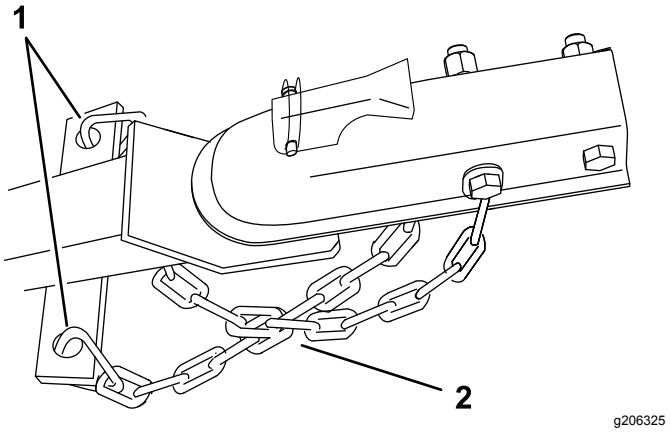

Figure 16
3. Accrochez chaque bout de la chaîne au point de montage de la chaîne de sécurité du véhicule tracteur à l'aide des maillons d'attache (Figure 16).